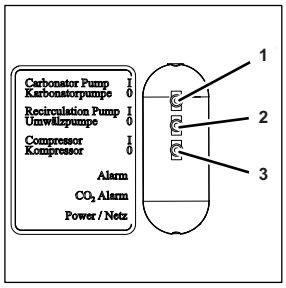

Fig. 107
9. Turn the compressor switch (Fig. 107/3) to position “I”.
10. Turn the carbonator pump switch (Fig. 107/1) to position “I”.
11. Turn the circulation pump switch (Fig. 107/2) to position “I”.